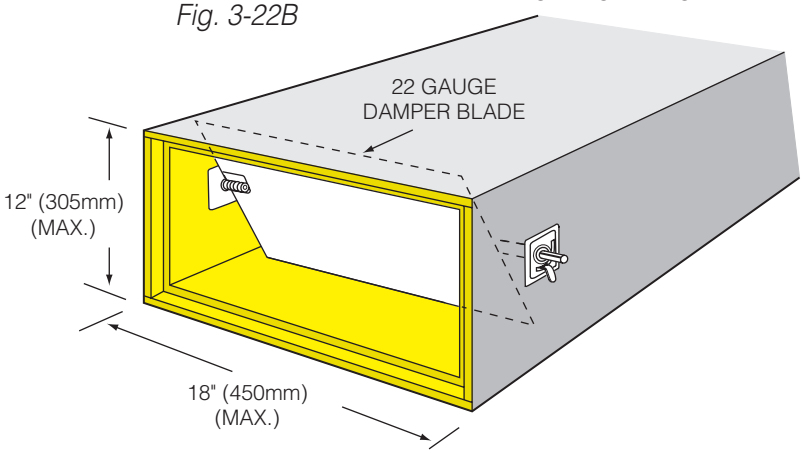

Fig. 3-22C
3. When single blade dampers are installed with suitable mounting hardware in ducts exceeding dimensions shown in Fig. 3-22C, sheet metal sleeves and extra hangers are required. Hem damper blade as needed for stiffness.